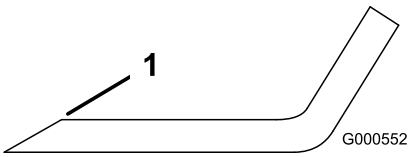
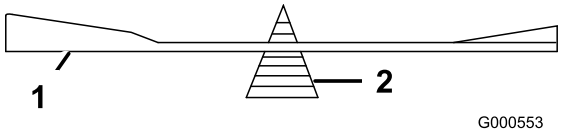

Figur 57
Figur 58
1. Slipa eggarna i båda ändar av kniven med en fil (Figur 57). Behåll ursprungsvinkeln. Kniven behåller balanseringen om samma mängd material avlägsnas från båda eggarna.
2. Kontrollera knivens balans med en knivbalanserare (Figur 58). Om kniven stannar kvar i ett horisontellt läge är den i balans och kan användas. Om kniven inte är balanserad kan du fila bort lite metall från knivens segeldel (Figur 57). Upprepa proceduren tills kniven är balanserad.